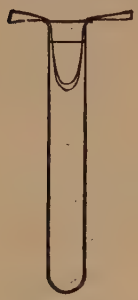

Fig. 13
b. Take again two nearly equal-sized, but smaller crystals of cupric sulphate. Fill two test-tubes with water. Put one of the crystals into one of the tubes. Drop the other crystal into the second tube (Fig. 13), so that it is covered by the water, but rests on a narrow strip of ordinary paper. Note the time (?). Set both tubes upright in the rack. How long does each crystal take to dissolve? Account for the difference (?).
c. On to a strip of paper dipping under water (Fig. 13), drop a crystal of potassium permanganate (?). Explain (?).